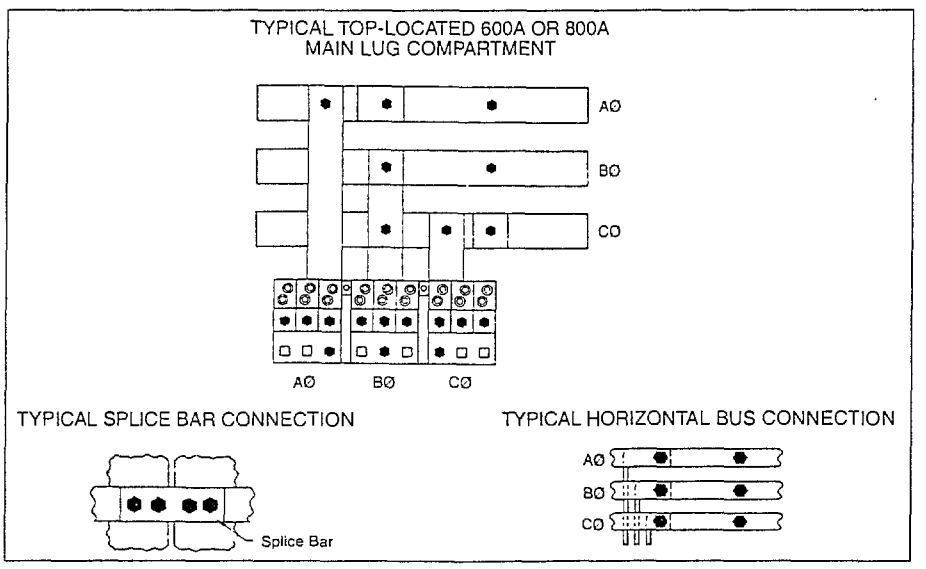

Figure 26: Typical bus connection points
4. Check, and tighten if necessary, all bolts at the bus connection points indicated by a hexagon in figure 26. Although one specific type of compartment or bus is shown in figure 26, perform this maintenance on all bolted connections. Refer to table 3 below for torque values.